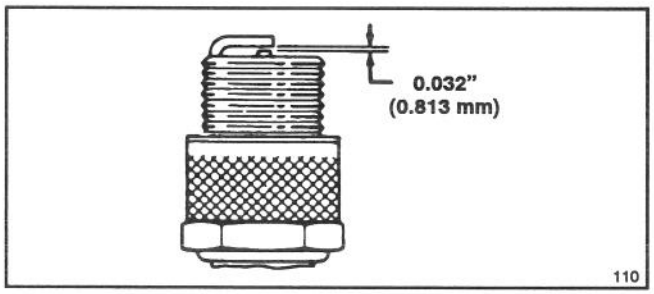

Figure 15
3. Set air gap at 0.8 mm (0.032") (Fig. 15). Install correctly gapped spark plug and gasket seal. Tighten plug firmly to 20 N·m (15 ft–lb).